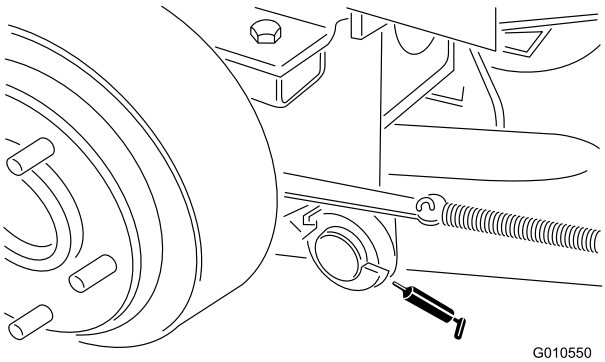

Figur 16
- höger och vänster lyftarmssvängtappar (Figur 16)